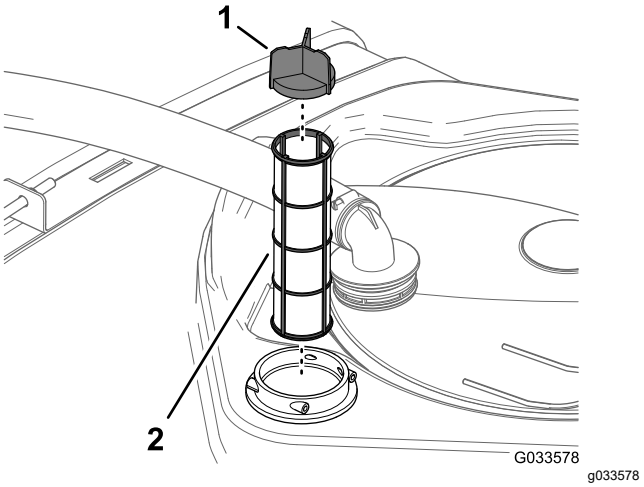

**Figur 113**
4. Ta bort det gamla sugfiltret från filterkåpan i tanken (Figur 113).